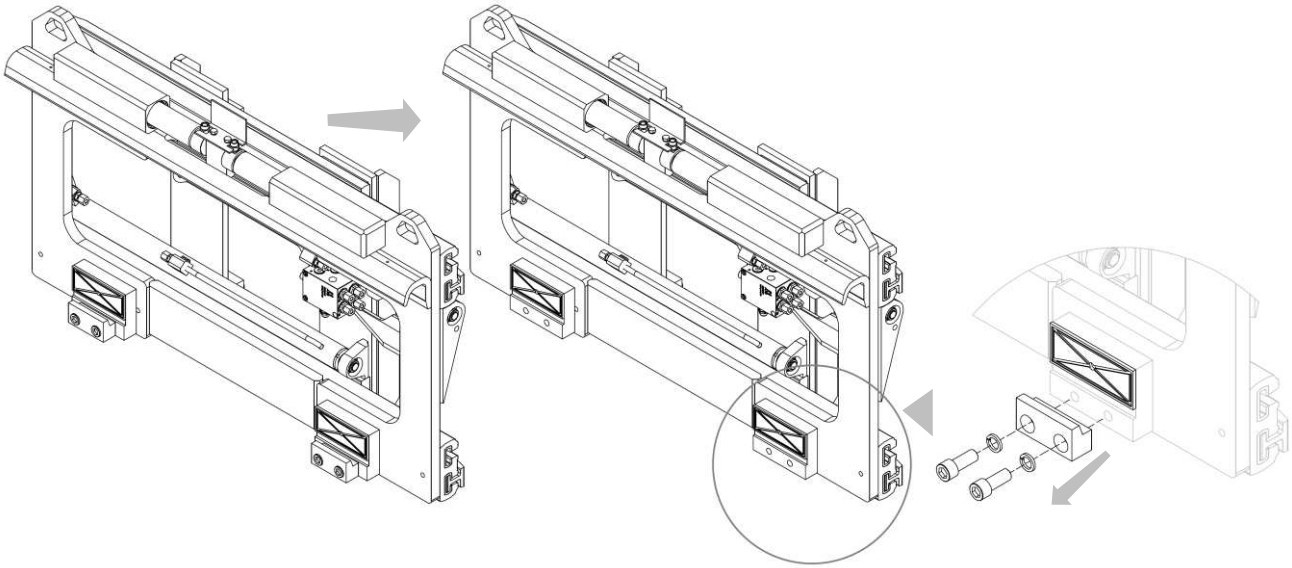

Figura 6
5. Quitar los ganchos inferiores del equipo y engrasar las deslizaderas inferiores (mira *Figura 6*).